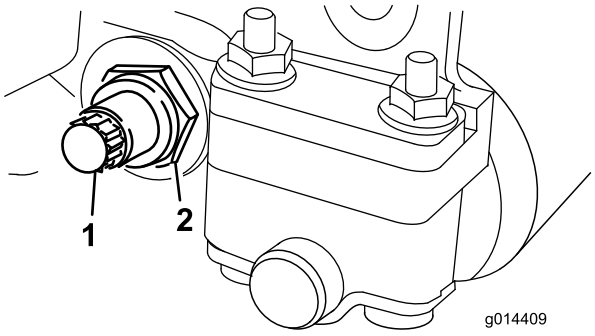
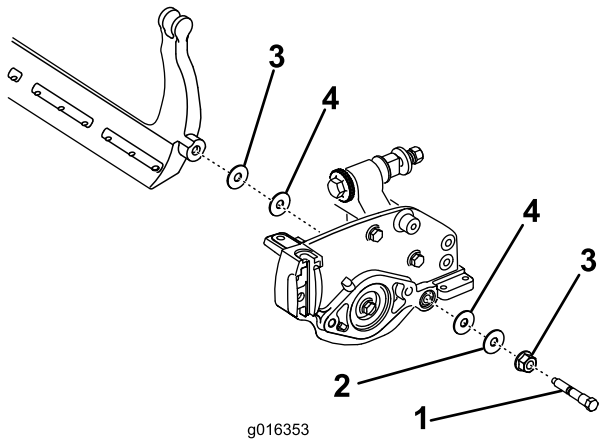

Figur 19
Figur 20
3. Løsne låsemutteren som fester motstangsbolten på begge sider av maskinen (Figur 19).
4. Fjern begge motstangsboltene slik at motstangen kan dras nedover og fjernes fra maskinbolten (Figur 19). Husk å ta de to skivene av nylon og stanset stål på hver side av motstangen med i beregningen (Figur 20).
2. Fest motstangen på hver side av sideplaten ved hjelp av motstangsboltene (muttrene på boltene) og seks skiver. Plasser en nylonskive på hver side av sideplatens nav. Plasser en stålskive på utsiden av hver nylonskive (Figur 20). Stram bolten til 27–36 Nm. Stram til låsemuttrene til den ytre stålskiven slutter å rotere og det ikke finnes dødgang, men ikke stram til for mye eller trykk ned sideplatene. Skivene på innsiden kan ha et mellomrom.